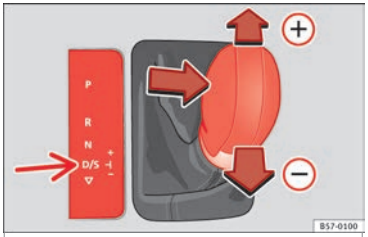

Rys. 181 Konsola środkowa: zmiana biegów w trybie tiptronic
– Przesunąć dźwignię do przodu ⊕ aby zmienić bieg na wyższy ››› **rys. 181**.